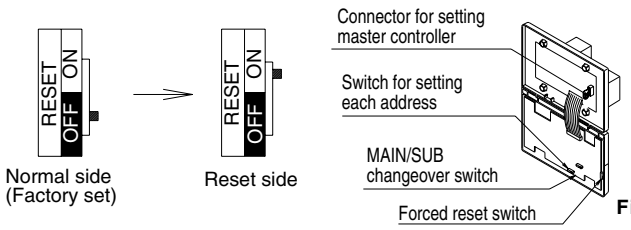

Fig. 1
❹ INITIAL SETTING
Setting (1) through (3) are initialized when power is turned ON, therefore complete settings BEFORE activating the power. (The positions of connectors and switches used for settings in this section are shown in Fig. 1.)
(1) Connector for setting master controller (X1A) (Provided with connector at factory set)